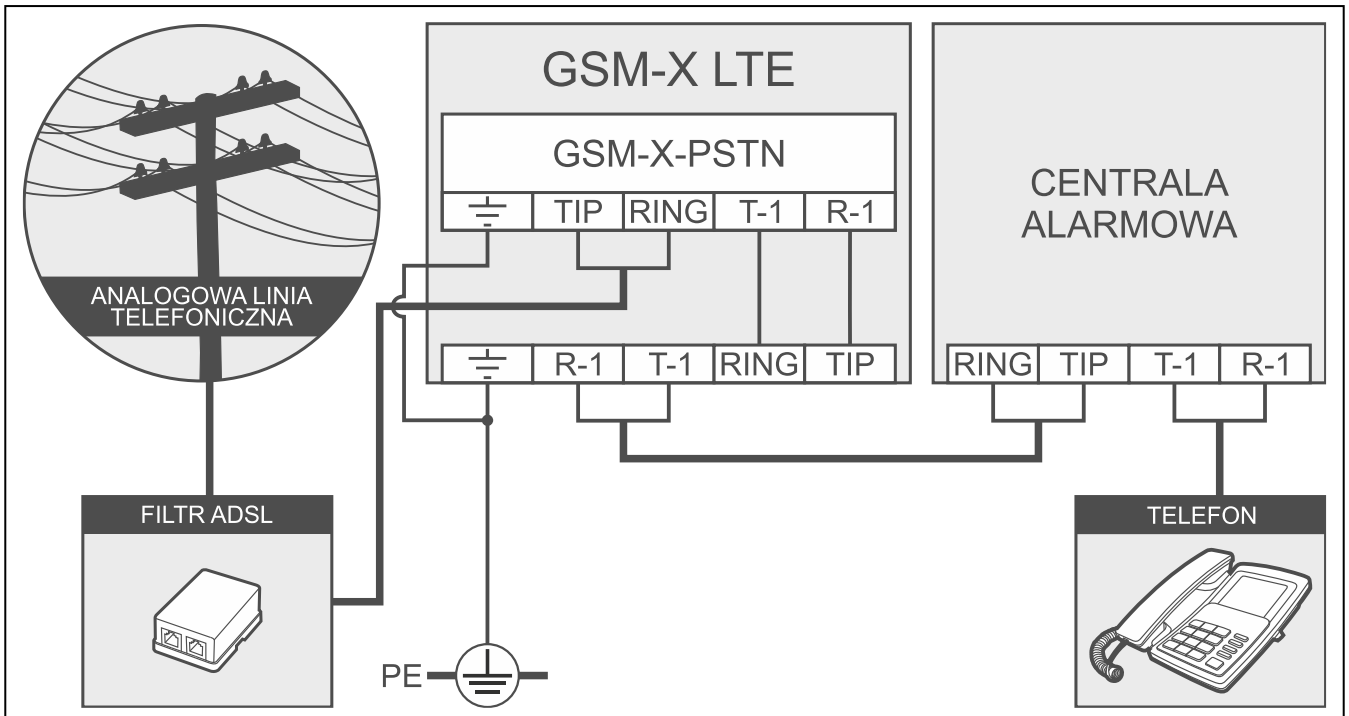

Rys. 22. Sposób podłączenia modułu GSM-X-PSTN do modułu GSM-X LTE.
4. Zaciski T-1 i R-1 modułu połącz z zaciskami TIP i RING modułu GSM-X LTE (rys. 22).
5. Do zacisków TIP i RING modułu podłącz przychodzącą linię telefoniczną. Jeżeli w obiekcie wykorzystywana jest usługa ADSL, moduł należy podłączyć za filtrem ADSL (rys. 22).
6. Zaciski T-1 i R-1 modułu GSM-X LTE połącz z zaciskami TIP i RING centrali alarmowej (rys. 22). Do zacisków T-1 i R-1 centrali alarmowej możesz podłączyć telefony znajdujące się na obiekcie.
7. Do zacisków ⏚ modułów GSM-X LTE i GSM-X-PSTN podłącz przewód ochronny PE sieci 230 V AC (rys. 22). Do wykonania połączenia użyj przewodu o przekroju ≥0,75 mm^2. Zacisków ⏚ nie wolno podłączać do przewodu neutralnego N.